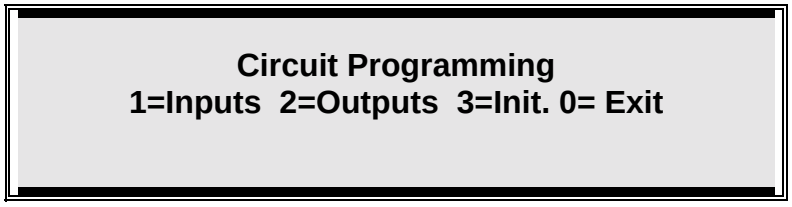

Figure 7
Select "Ckt Prog" from the main "Programming Mode" menu to modify input/output device characteristics (e.g. zone type, group assignment, signal code and device specification text). (Figure 7)
1. From the Circuit Programming menu, Press [**2**] on keypad, see Figure 7.